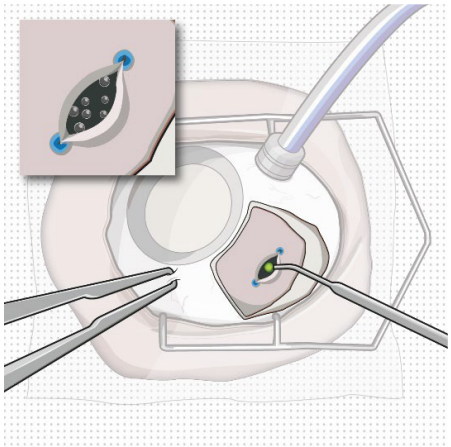

Figure 31
- Using a 532 nm laser endoprobe, apply contiguous, overlapping laser spots starting at 300 mW 1000 ms along the full length of the exposed pars plana (Figure 31). Repeat until complete ablation is achieved.